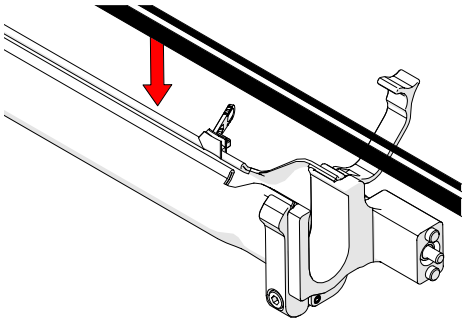

Fig. 188 - Insert cables and hoses
1. Open the HT cable management sleeving. Begin at the clamp end and start placing the cabling in the sleeving *(Fig. 188)*.